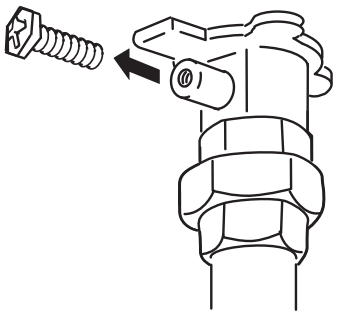

Fig. 4
- 2.Next, verify the supply pressure at the unit. To check the gas supply pressure to the unit, a tap is provided on the gas inlet (Fig. 4).